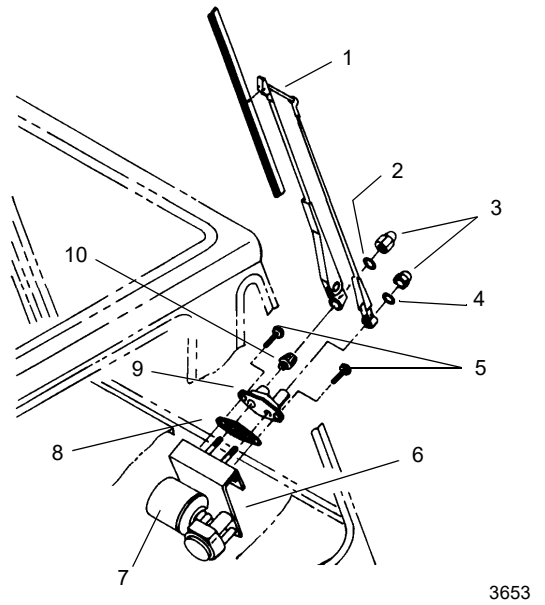

**FIGURA 3-23**
4. Desconecte a mangueira do lavador no braço do limpador (também chamado de conjunto do braço pantográfico) do conjunto da conexão do bico do lavador (Figura 3-23).